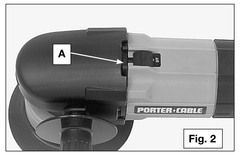

Fig. 2
2. Slide the switch button (A) Fig. 2 forward to start the motor. Slide the switch button to the rear to stop the motor.